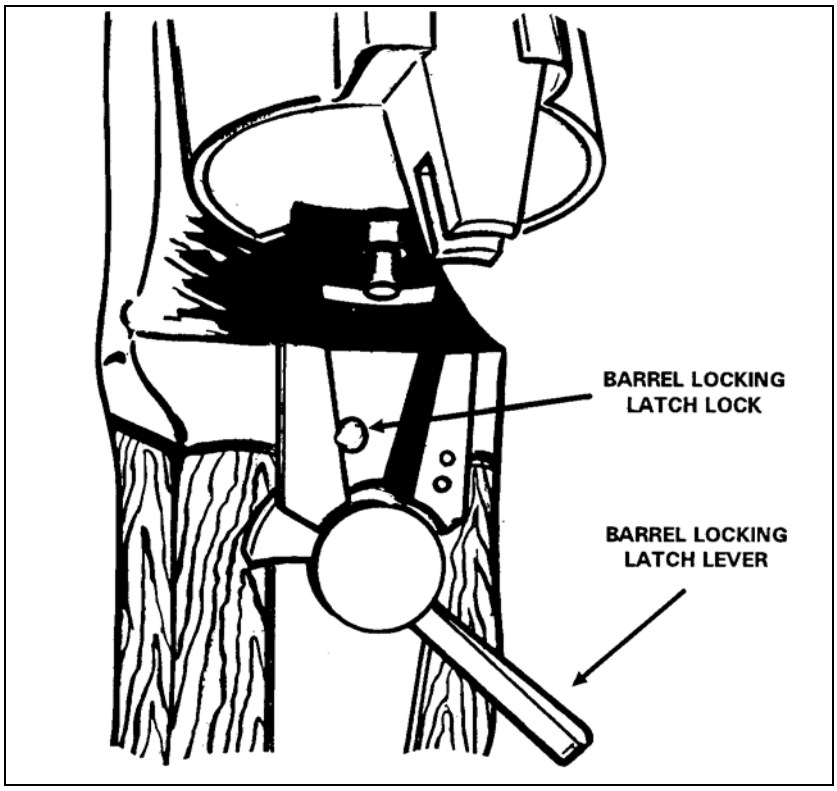

Figure A-15. Barrel release latch lock and barrel locking latch lever.
a. **Unlocking**. Before you can unlock the barrel from the receiver and move the safety to the SAFE position, you must press the barrel locking latch lever all the way to the right. The spring-loaded latch lock holds the barrel locking latch open (Figure A-15, page A-12).